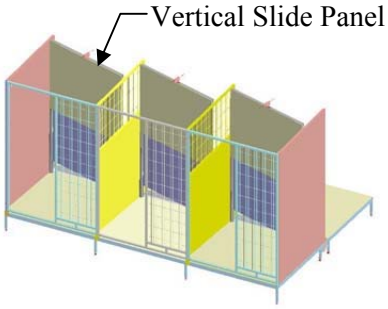

Figure 20
5. Locate the Vertical Slide Panels and place them inside the kennels you have already half way assembled as shown in **(Figure 20)**.